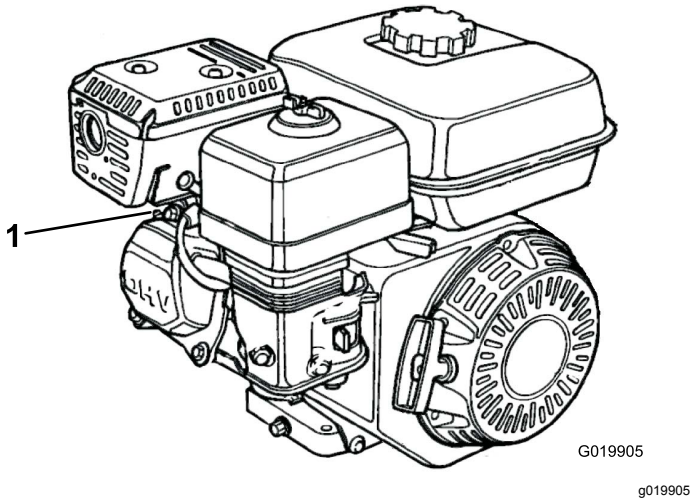

Figur 33
1. Kobl tændrørskablet fra tændrøret (Figur 33).